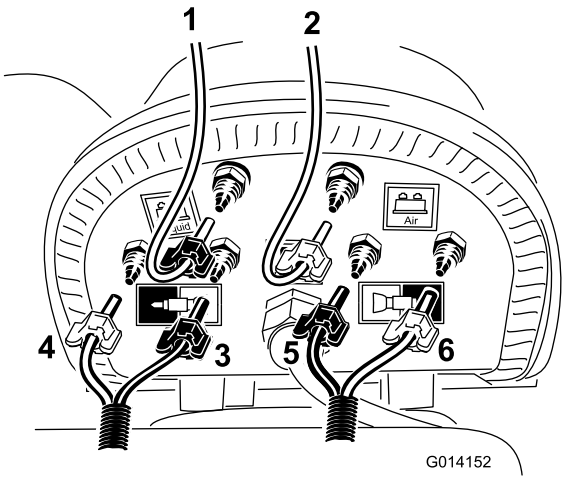

Figur 22
Bemærk: Monter det klare rør på den **blå** eller vandførende modhage på kompressoren vist i Figur 22. Brug en blå rørklemme til at fastgøre begge rør. Rørenes kapper skal skilles yderligere ad for at give plads til hele tankenheden i længden.
B. Find den korte sløjfeslange, der blev skåret af tidligere, og monter det klare rør på den sidste modhage på det sorte tankdæksel vist i Figur 22.
D. Find den skumslange, der fører til den venstre bom, og monter det blå og det hvide rør på stederne, som vises i Figur 22.
E. Find den skumslange, der fører til den højre bom, og monter det blå og det hvide rør på stederne, som vises i Figur 22.